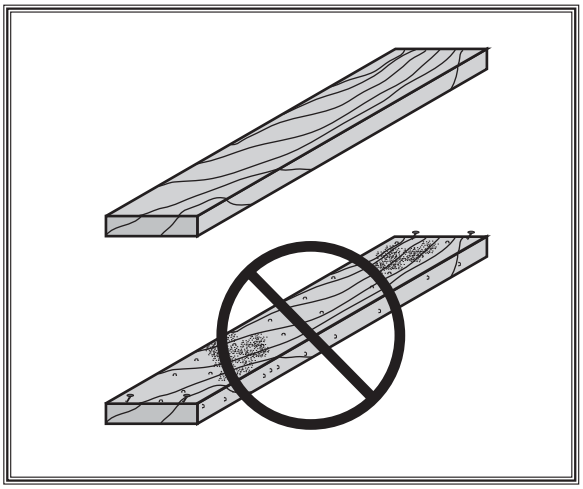

Figure 17. Good and poor lumber.
- Only use clean stock. See **Figure 17.** Scrape off all glue from joined boards before planing. Remove all dirt, nails, staples, imbedded gravel, etc. from any lumber you plan on using. A hidden nail in a workpiece will instantly damage the sharp edges of the knives. This will cause unsatisfactory results in future operations.